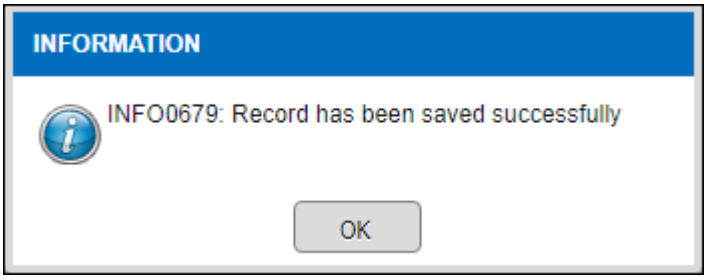

Figure 3.11-4 Alert Message
- *If click on the* Yes *button, record will be saved, and alert message will be pop up as shown in Figure 3.11-4.*
- *Click on the* OK *button to updated data as shown in Figure 3.11-4.*